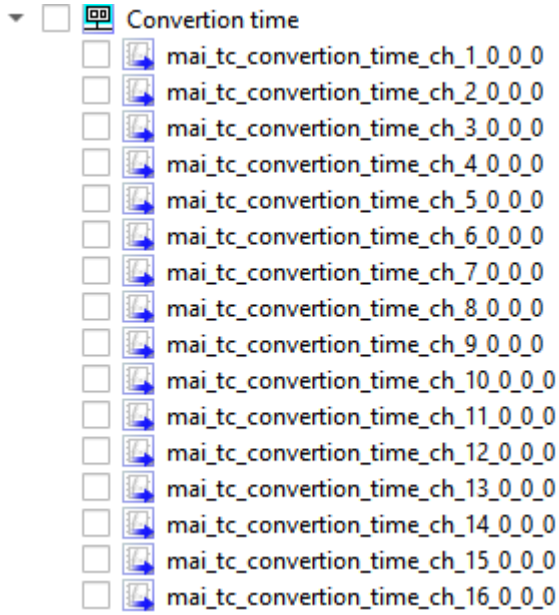

Рисунок 2.22 − Переменные времени преобразования, поступающие с модуля
– считывание времени преобразования. Данная настройка позволяет пользователю получать значение временной отметки преобразования по выбранному каналу в соответствующую переменную mai_tc_convertion_time_x_y в группе «Convertion time», где x – адрес канала, y – адрес модуля в проекте (рисунок 2.22). Если канал не выбран для считывания времени преобразования, то значения в переменной на соответствующем канале не будут отображаться. Тип данных – UDINT. Указанная метка времени относительная, в микросекундах, по внутреннему счетчику модуля.